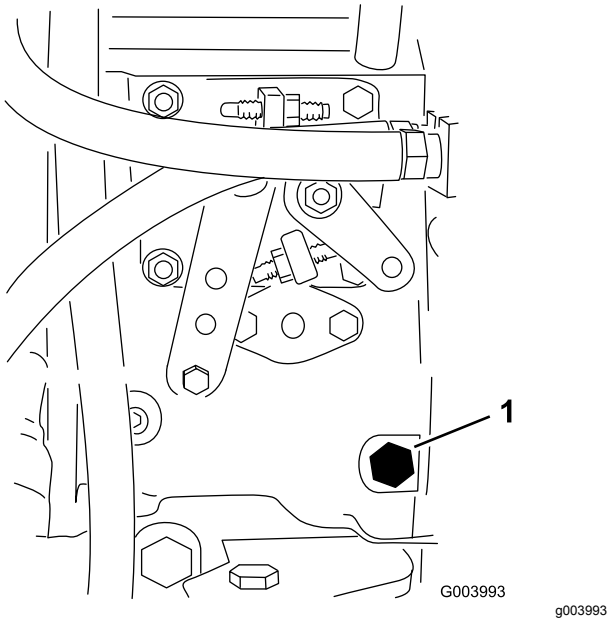

Figur 34
3. Åbn udluftningsskruen på brændstofindsprøjtningspumpen (Figur 34) med en 12 mm nøgle.